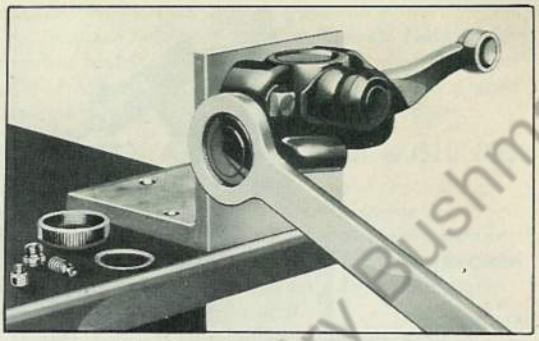

Fig. 7 Removing Shock Absorber End Cap
2. Place absorber in special assembly fixture, as shown in Fig. 7. **Do not clamp in a vise.**
3. Remove filler plug, drain fluid completely by working arm back and forth, and remove end caps, using end cap wrench, J-766. Refer to Fig. 7.
4. Remove rebound valve nut (12), rebound valve (15) and piston valves (4 and 7). To remove piston valves, first remove valve spring retainer clip with a screw driver; then lift valves out.
6. Disassemble piston (17) by removing piston screws.